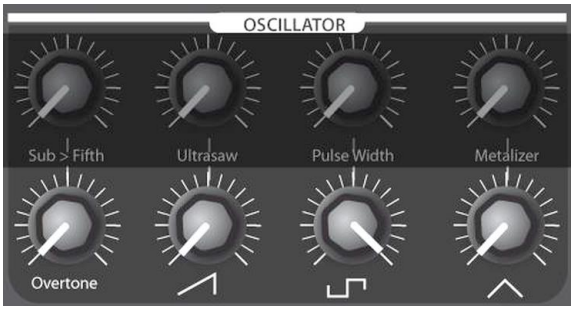

Figure 2
- Potards (Sawtooth) à 0 et montez le potard (Square) au maximum comme sur la Figure 2 pour produire un son plus rond et étouffé, à la place du son clair bourdonnant de base